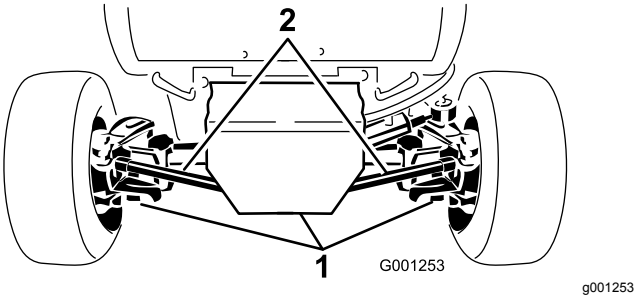

Figur 59
2. Rengör området runt de tre avtappningsplug-garna (Figur 59).